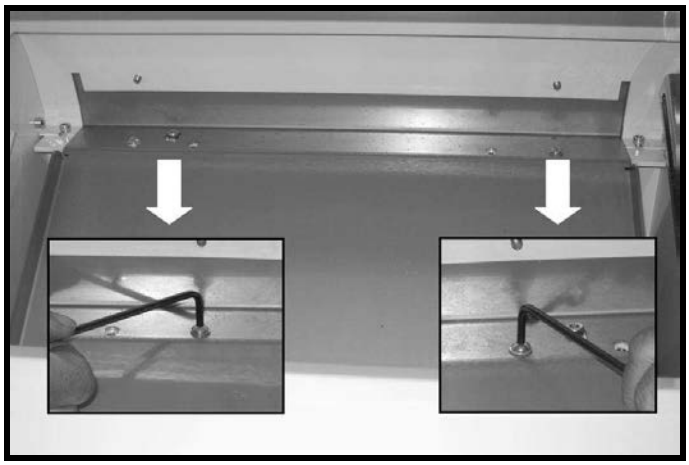

Figura 10
5. Internamente al vano di carico del pane e posteriormente, togliere le due viti che bloccano lo scivolo all'interno del vano di carico Figura 10
28. Fissare le due viti Figura 10 che fissano lo scivolo all'interno del vano di carico.